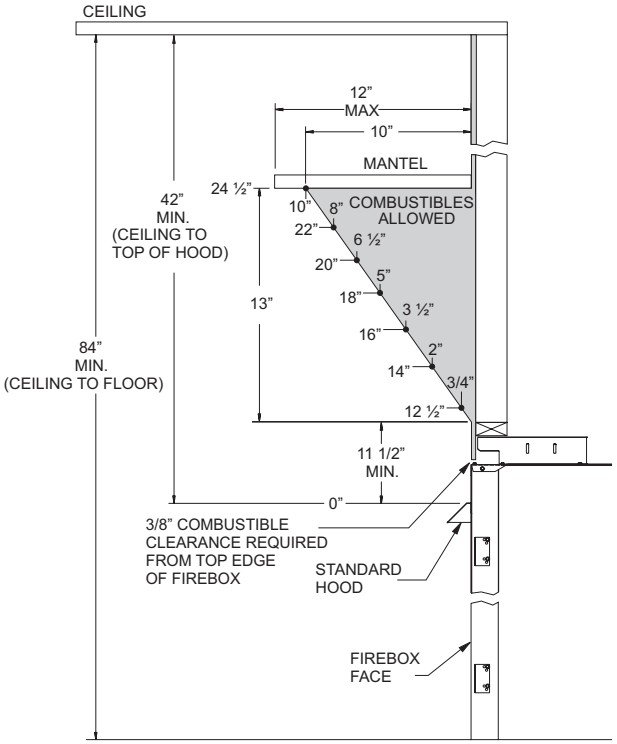

**Figure 3a - Mantel Clearances with Standard Hood**
**Ceiling Clearances:** The ceiling height should not be less than 42" from the top of the hood. **See Figures 3a and 3b.**